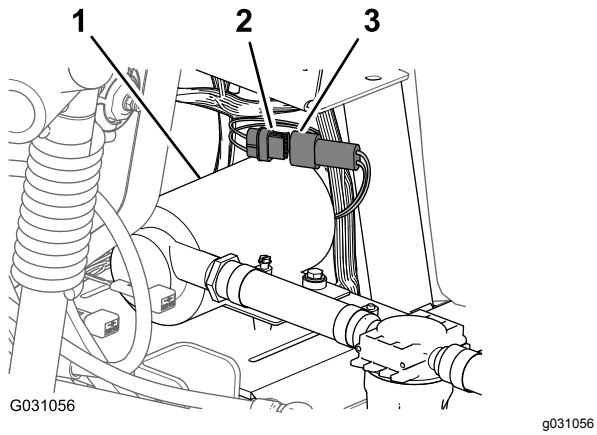

Figur 238
1. Koble kontakten med seks pinner i skyllepumpeledningssatsen til kontakten med seks sokler i den bakre hovedledningssatsen (Figur 238).